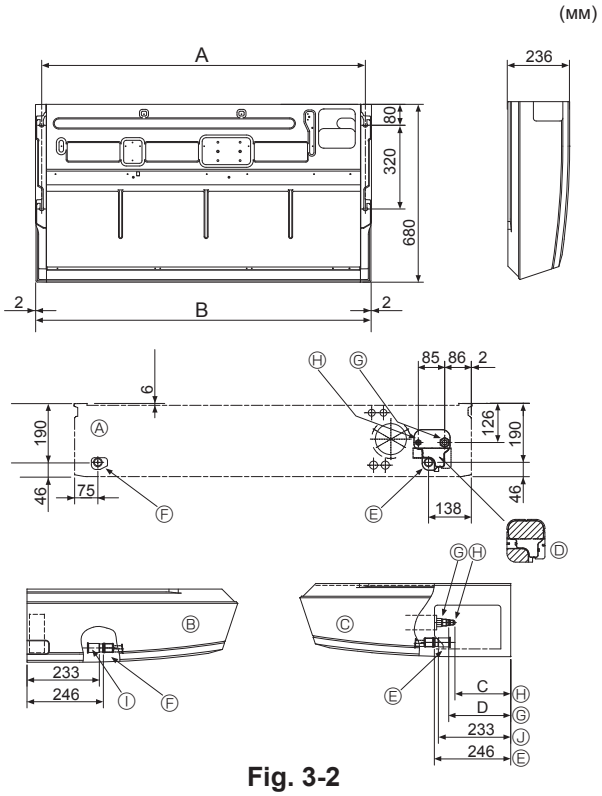

Fig. 3-2
3.2. Подготовка к установке (Fig. 3-2)